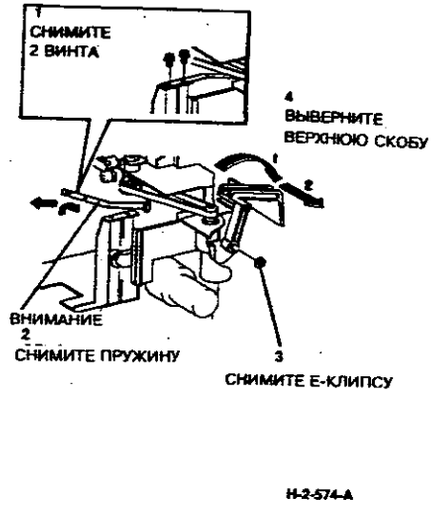

**Рисунок 2. Снятие верхнего зажима**
3. (Рисунок 2) Снимите верхний зажим.